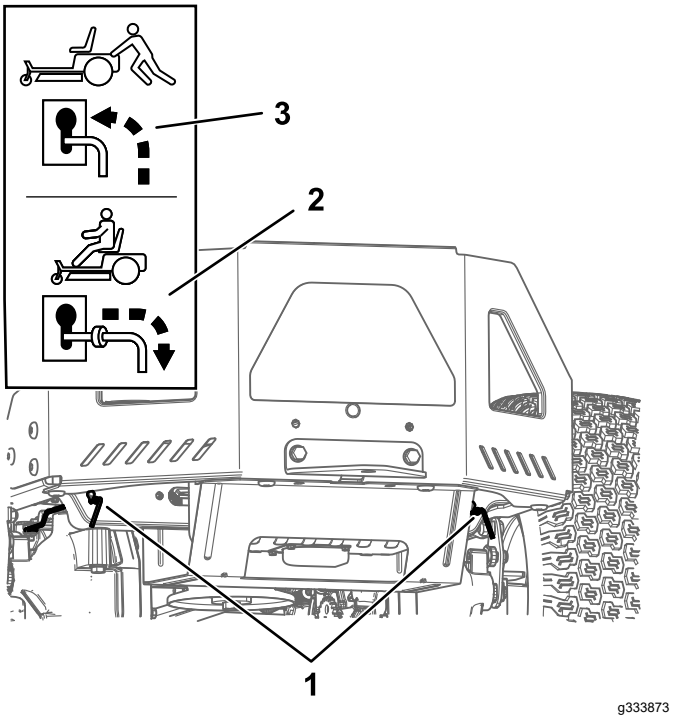

Figura 31
4. Mova ambas as alavancas de derivação para a frente através do orifício ranhurado e para baixo para as bloquear no lugar (Figura 31).